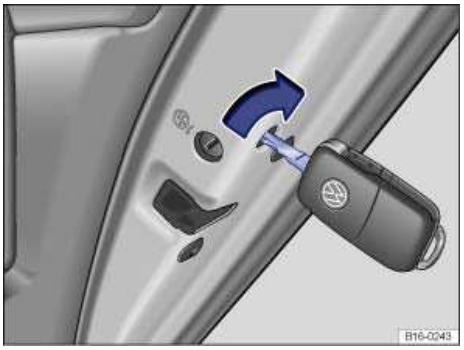

Fig. 161 On the front side of the right rear door: Locking the vehicle with the key bit in the vehicle key.
- Insert the key bit into the slot ⇒ fig. 161. On the passenger side doors, turn the key clockwise. On the driver side rear door, turn the key counterclockwise. If there is a colored lever instead of a slot, press the colored lever forward.